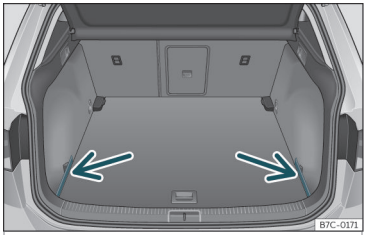

Fig. 106 En el maletero: tapas para guardar la bandeja.
- Extraiga las tapas izquierda y derecha ››› **fig. 106**.